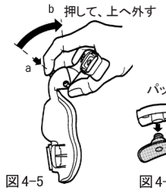

図4-5
⑧マスクから額サポートを外すため、タブを（図4-5 a）の方向へ押し、マスクフレームから（図4-5 b）へ外してください。